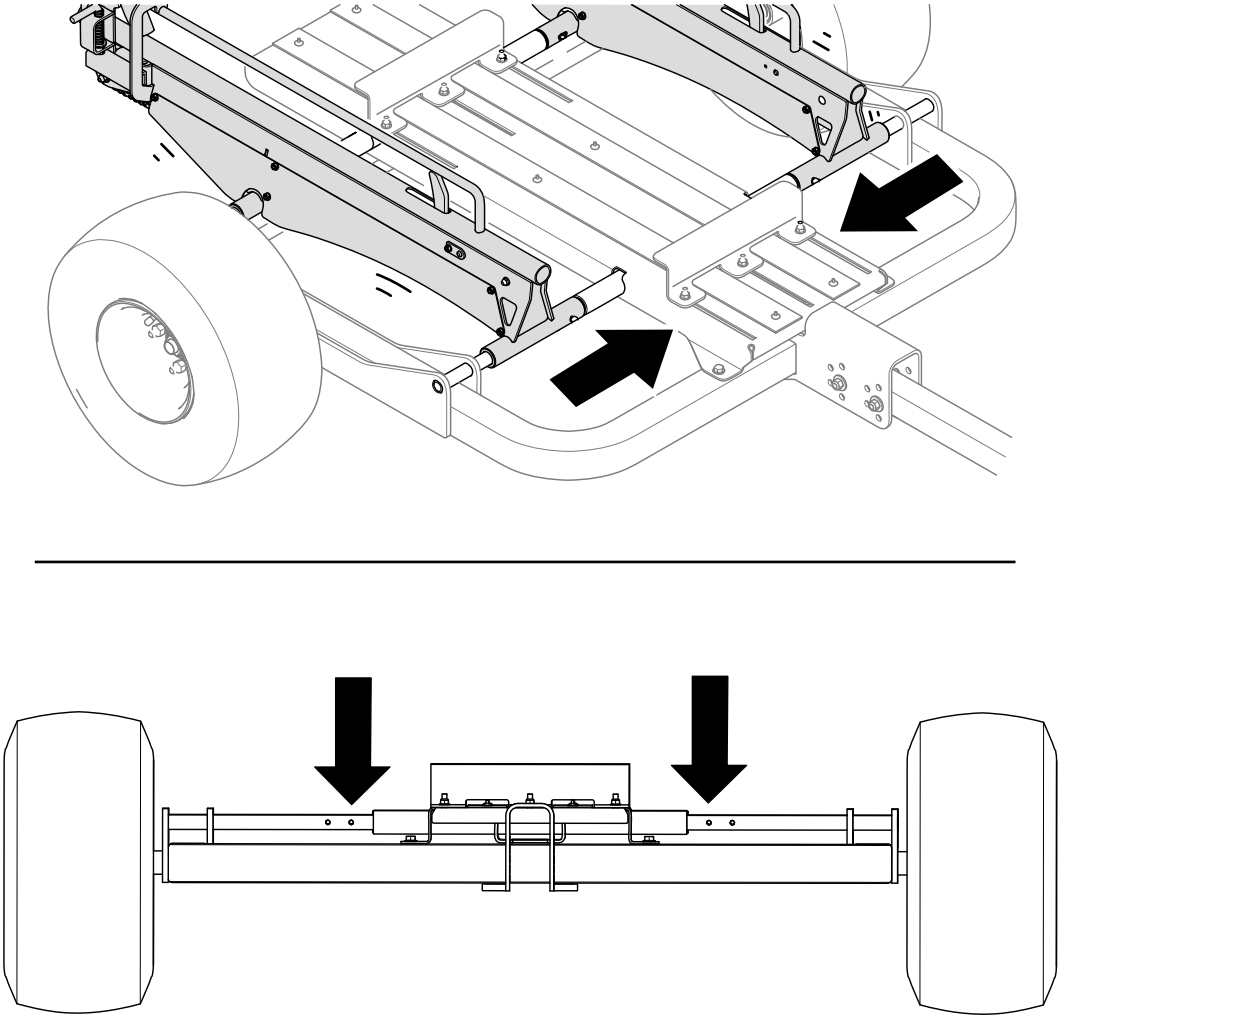

Rysunek 24
- Konfigurowanie przyczepy do kosiarek do greenów o szerokości 18 cali (45,72 cm): za pomocą wtyków zamocuj czopy szyny do otworów wewnętrznych (Rysunek 24).